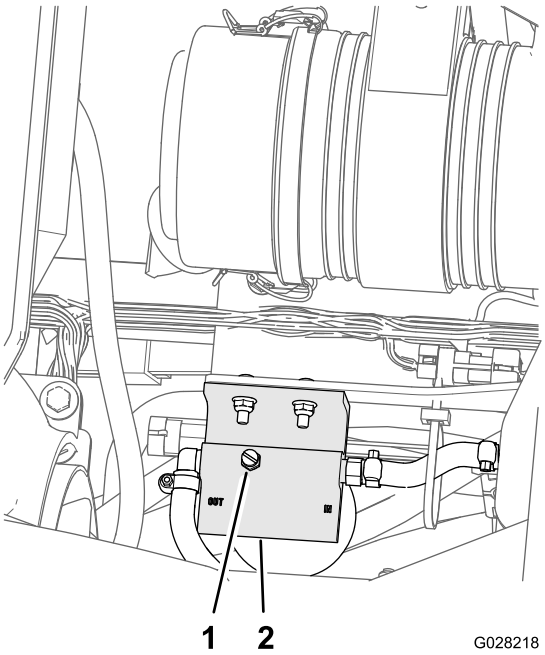

Figur 73
5. Løsn udluftningsproppen øverst på brændstof-/vandudskilleren (Figur 73).
7. Tilspænd udluftningsproppen (Figur 73), og drej startkontakten til positionen OFF (Fra).